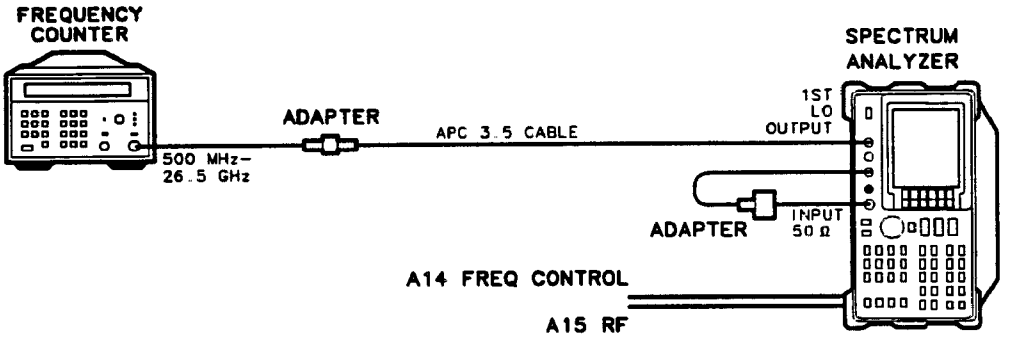

Figure 2-8. YTO Adjustment Setup
2. Disconnect the 50Ω termination from the 1ST LO OUTPUT. Connect the equipment as shown in Figure 2-8. Set the [LINE] switch ON.